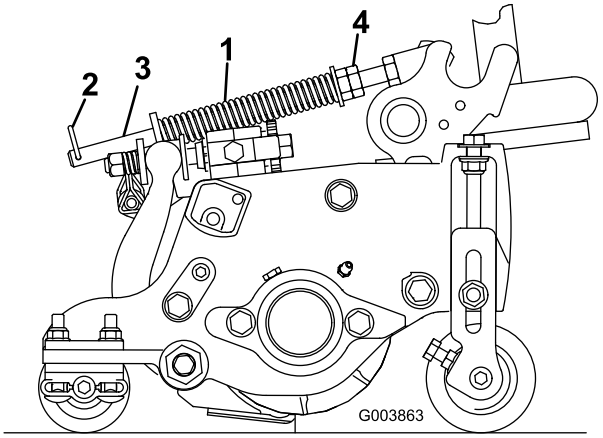

Figuur 14
De gazoncompensatieveer (Figuur 14) zorgt ervoor dat het gewicht van de voorste naar de achterste rol wordt verplaatst. Dit voorkomt dat er een golfpatroon in de grasmat ontstaat, ook wel bekend als 'bobbing'.
1. Monteer de borgpen in de achterste opening in de veerstang (Figuur 14).
2. Draai de zeskantige moeren op het voorste uiteinde van de veerstang vast totdat de lengte van de samengedrukte veer 12,7 cm bedraagt op de Reelmaster 5410 met 12,7 cm maaidekken of 15,9 cm op de Reelmaster 5510 met 17,8 cm maaidekken; zie Figuur 14.